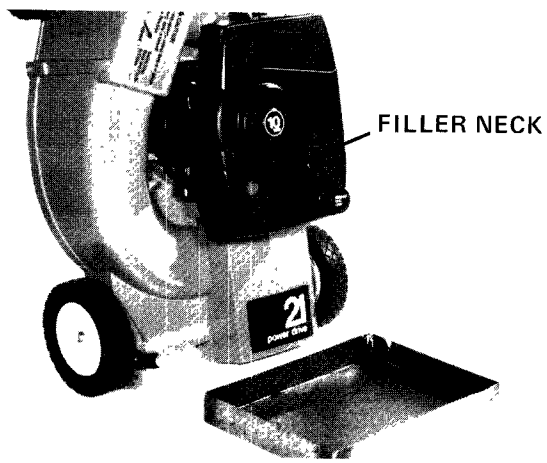

Figure 33
5. Remove dipstick from filler neck. Tip mower forward so all oil drains out filler neck and into drain pan (Fig. 33). Install dipstick in filler neck.